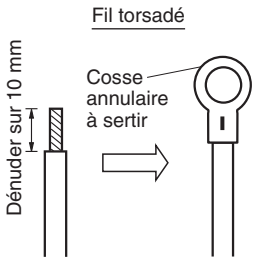
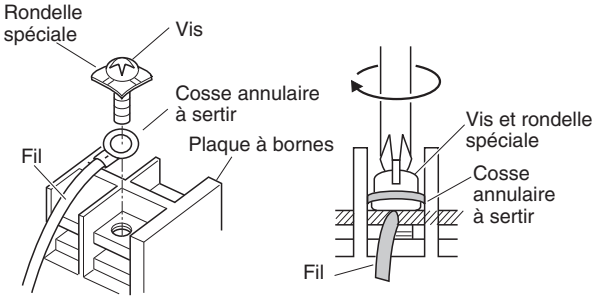

Fig. 4-7
Fig. 4-8
(1) Couper l'extrémité de câble avec une pince coupante, puis dénuder l'isolant pour exposer le fil torsadé sur environ 10 mm, et bien torsader les brins du fil. (Fig. 4-7)
(2) En utilisant un tournevis Phillips, enlevez la ou les vis de borne situées sur la plaquette de bornes.
(3) En utilisant une pièce de fixation de connecteur d'anneau ou une tenaille, garnissez chaque extrémité de câble dénudée avec une borne à anneau de pression.
(4) Placez la cosse annulaire à sertir, remplacer et serrez la vis de borne enlevée en utilisant un tournevis. (Fig. 4-8)